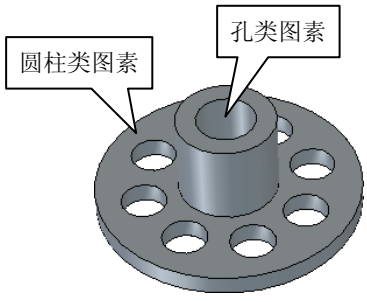

图 1-4　三维实体模型
- **三维实体设计**：利用此功能，用户可以创建和修改三维实体，如图 1-4 所示。CAXA 实体设计 2009 拥有丰富的设计元素库，方便的拖放式建模方法和编辑方法。用户可以直接从设计元素库中拖放标准图素以生成三维实体，也可以对拖入的图素进行编辑（如圆角过渡、边倒角、面拔模、抽壳等）以生成较为复杂的三维实体，还可以基于二维草图利用拉伸、旋转、扫描、放样等操作创建三维实体。